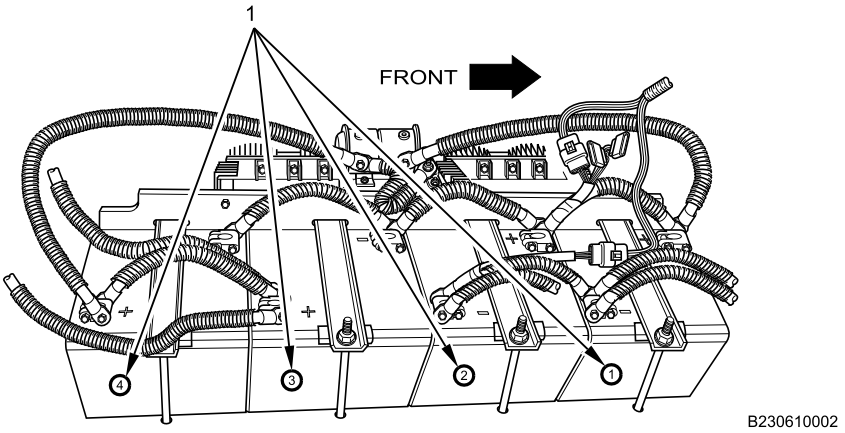

Figure 2. Battery Identification.
5. Using paint stick, begin at front battery and label batteries 1, 2, 3, and 4 (Figure 2, Item 1).